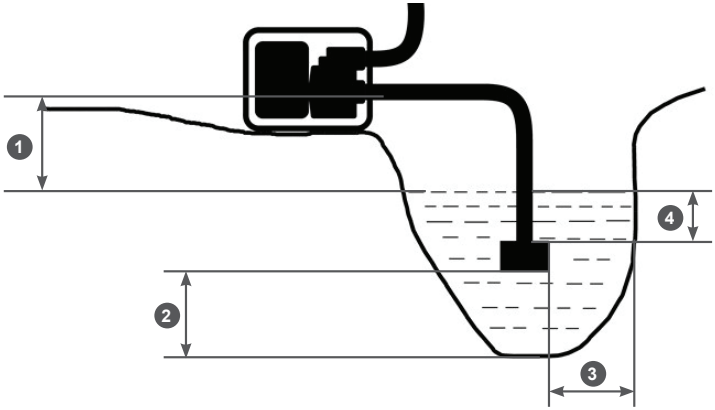

Рис. 11 Расположение мотопомпы и всасывающего фильтра
1. Установите мотопомпу вблизи водоема (емкости) на твердую ровную горизонтальную поверхность, опустите всасывающий рукав с установленным фильтром в водоем (емкость), обеспечив вертикальное положение фильтра. При расположении всасывающего рукава с установленным фильтром соблюдайте все требования, указанные на Рис. 11.
2. Необходимо установить мотопомпу как можно ближе к источнику воды. Чем меньше высота расположения мотопомпы по отношению к уровню забора воды (Рис. 11 п. 1), тем быстрее происходит всасывание воды и выше производительность насоса.
Не превышайте высоту расположения мотопомпы по отношению к уровню забора воды (Рис. 11 п. 1).
4. В процессе выкачивания воды из водоема (емкости) уровень воды в водоеме будет естественным образом понижаться. Если требуемые расстояния (Рис. 11 пп. 2, 3, 4) между всасывающим фильтром и стенками, и дном водоема не соблюдаются, выкачивание воды следует прекратить.